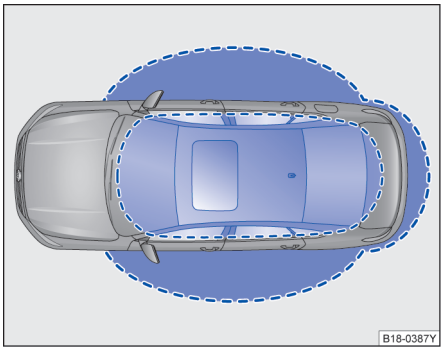
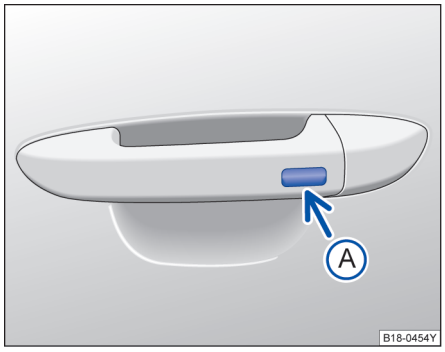

图 24 无钥匙进入闭锁/启动系统：工作范围
图 25 无钥匙系统 Kessy：车门拉手上的按键。
Kessy 是一种无钥匙系统，它可以实现在不操作遥控钥匙的情况下解锁或锁止汽车。操作者只需随身携带一把有效遥控钥匙，并处于车门或行李厢盖的有效感应区域内⇒图 24，同时按压车门拉手上的传感区之一⇒图 25 或按压行李厢盖上的按钮进行简单操作即可实现。
如果有一把有效遥控钥匙在接近范围⇒图 24 内，则无钥匙系统 Kessy 会将访问权限授予该钥匙。紧接着可以在不主动操作遥控钥匙的情况下执行以下功能：
- 按压门拉手的按键⇒图 25（箭头 Ⓐ）。
- 按压门拉手的按键⇒图 25（箭头 Ⓐ）一次。汽车锁止。
如果在行李厢盖的接近范围内⇒图 24 有一把有效的遥控钥匙。
如用另一把钥匙在车外闭锁轿车，则车内的钥匙将被锁止，无法起动发动机⇒第 53 页。如需使车内钥匙获得许可起动发动机，则可按压车内钥匙上的 🔒 按钮⇒图 24